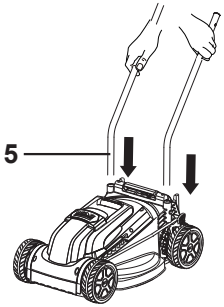
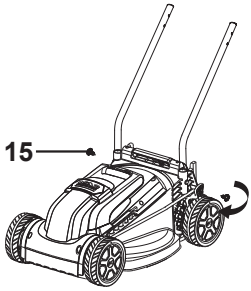

Fig.1
Fig.2
> Inserte el agarradero inferior (5) en las ranuras de la carcasa de la cortadora de césped y asegúrese de que los agujeros cuadrados miren hacia adentro (Fig. 1). Sujete el manillar usando los tornillos (15)(Fig. 2).